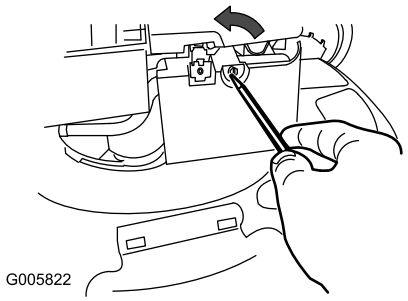

Bild 32
1. Öffnen Sie die Luftfilterabdeckung mit einem Schraubenzieher (Bild 32).